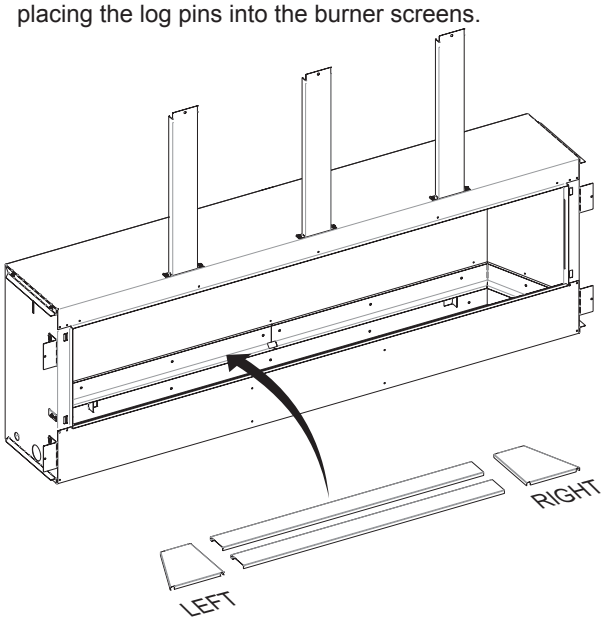

Figure 49
4. Install the burner screens as shown in **Figure 49**. If installing an optional log set, refer to the log set instruction manual for placing the log pins into the burner screens.